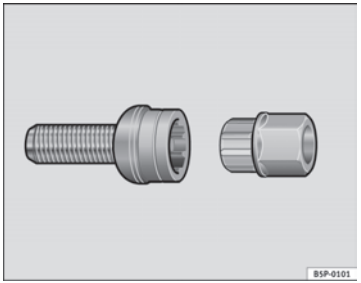

Fig. 134 Anti-theft wheel bolt with adapter
– Insert the adapter (B) ⇒ Fig. 134 with its toothed side as far as it will go on the interior toothing of the anti-theft wheel bolt (A) so that only the outer hexagonal is protruding.
– Fit the box spanner as far as it will go over adapter (B).